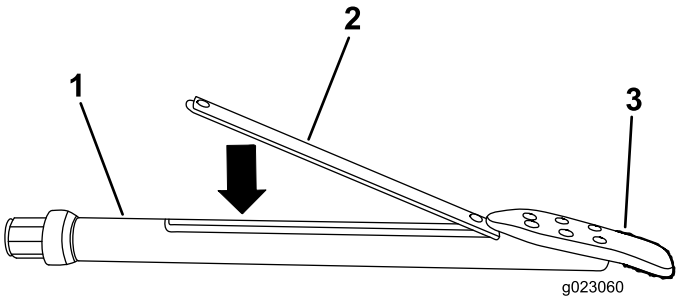

Rysunek 51
3. Włożyć sondę sygnalizacyjną przodem w kierunku świdra do obudowy sondy (Rysunek 51).